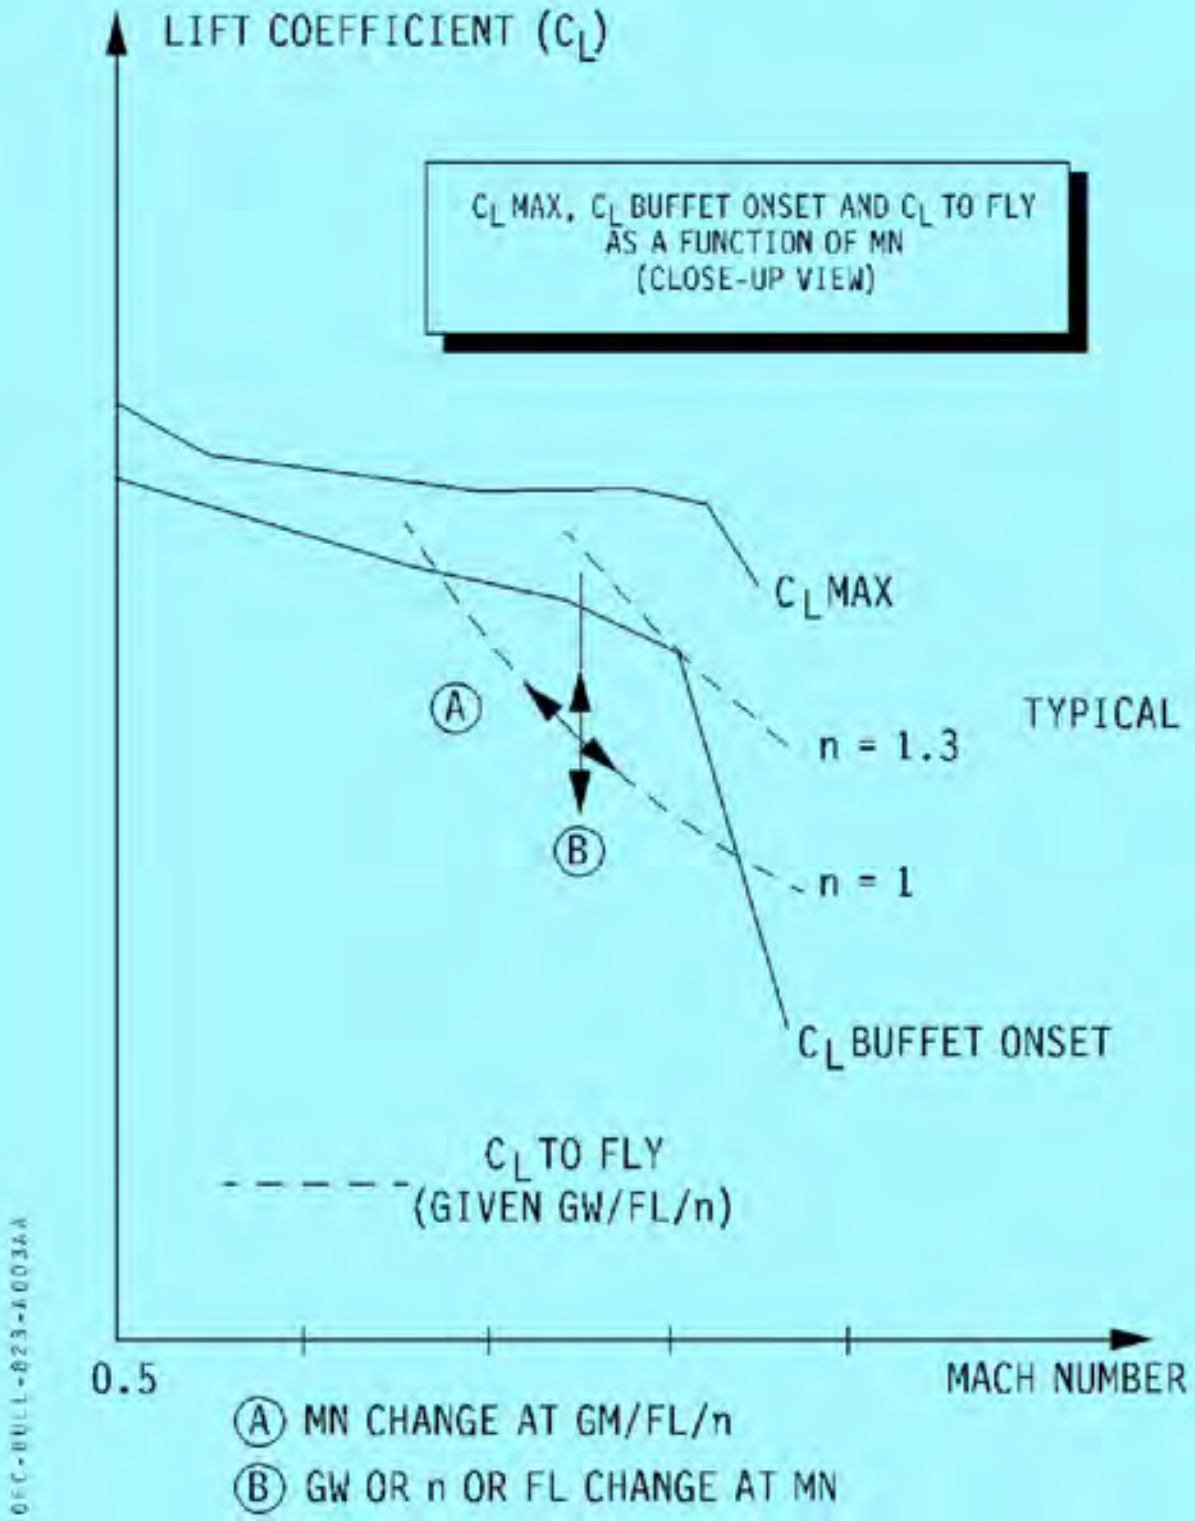

Figure 3
- With reference to **Figure 3** symbol Ⓐ , it can be evidenced that at given GW/FL/load factor the CL FOR BUFFET ONSET can be reached for two Mach number values, usually referred to as the **low** and **high buffet speeds.**
- With reference to **Figure 3** symbol Ⓑ , it can be evidenced that at given MN and FL, the CL FOR BUFFET ONSET will be reached for a load factor (or equivalent gross weight) such that :